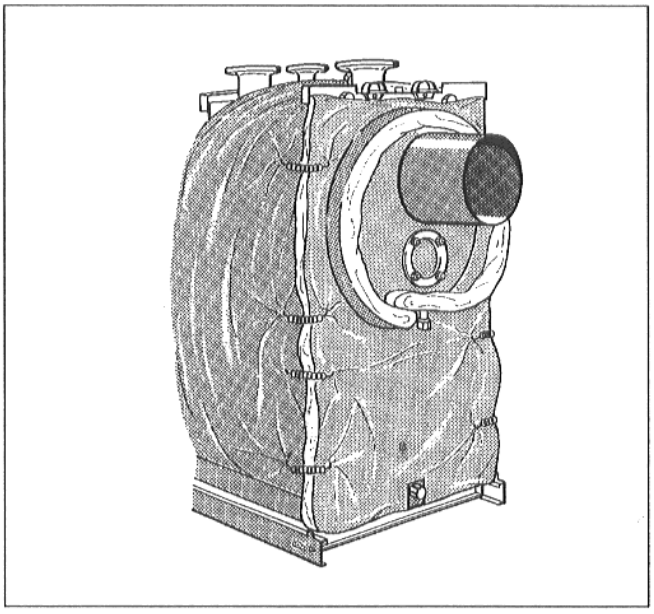

Рис. 11
- Наложить теплоизоляционный мат на заднюю стенку котла и прикрепить их к теплоизоляционному мату, расположенному по периметру котла, использовав по 8 натяжных пружин (Рис. 11).
- Уложить теплоизоляционные ленты вокруг газосборника отходящего газа и закрепить их внахлестку посредством одной натяжной пружины (Рис. 11).